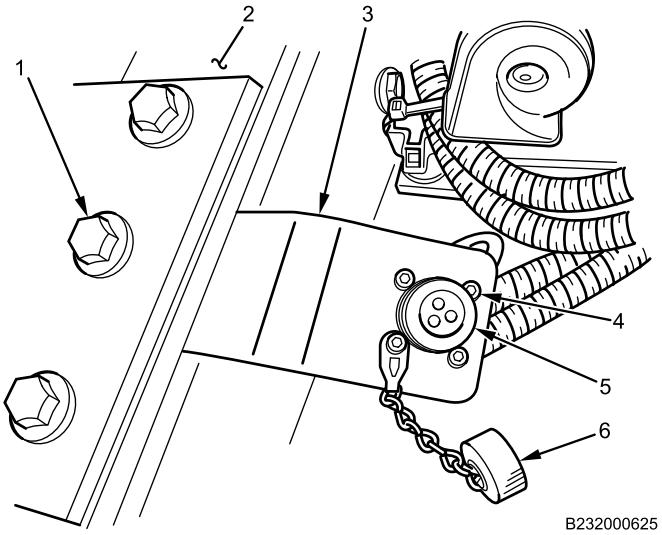

Figure 2. Winch Remote Control Connector.
1. Install winch remote control connector support (Figure 2, Item 3) on frame rail (Figure 2, Item 2) with bolt (Figure 2, Item 1) and nut and tighten securely.
2. Install winch remote control connector (Figure 2, Item 5) and winch remote control connector cover assembly (Figure 2, Item 6) on winch remote control connector support (Figure 2, Item 3) with four bolts (Figure 2, Item 4) and nuts and tighten securely.
3. Install winch remote control connector cover assembly (Figure 2, Item 6) on winch remote control connector (Figure 2, Item 5).